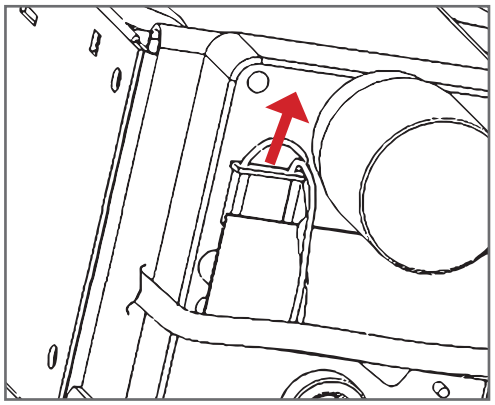

Рисунок 34 - Расстыковка разъёма двигателя
2. Отсоедините разъёмы двигателей (см.рис.34) и выньте все двигатели со спиралями.